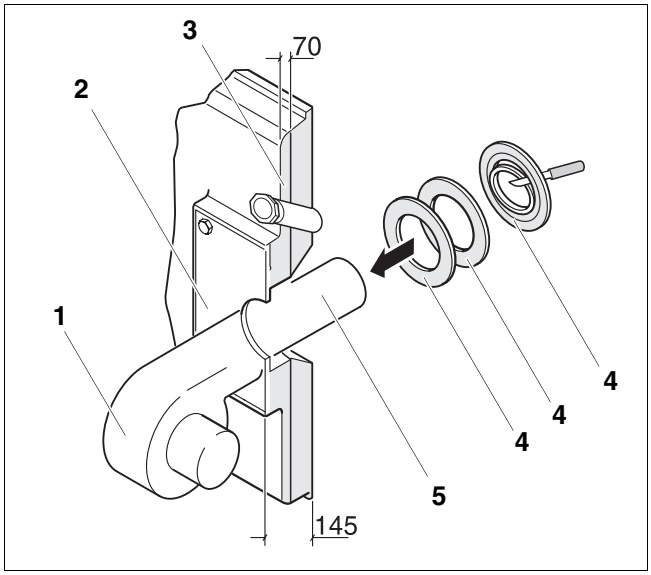

Rys. 39 Montaż palnika (wymiary w mm)
- Przykręcić palnik (rys. 39, **poz. 1**) do płyty palnika (rys. 39, **poz. 2**).
- Wyciąć pierścienie izolacyjne (rys. 39, **poz. 4**) odpowiednio do średnicy rury palnika (rys. 39, **poz. 5**).
- Szczelinę pozostającą pomiędzy izolacją cieplną drzwiczek kotła (rys. 39, **poz. 3**) a rurą palnika (rys. 39, **poz. 5**) wypełnić dopasowanymi pierścieniami izolacyjnymi (rys. 39, **poz. 4**).
- Połączyć przyłącze swobodnego przedmuchu otworu wziernikowego z palnikiem (rys. 39, **poz. 1**), aby zapobiec osadom na szkle wziernika.
- Podłączyć kabel palnika do palnika (rys. 39, **poz. 1**).